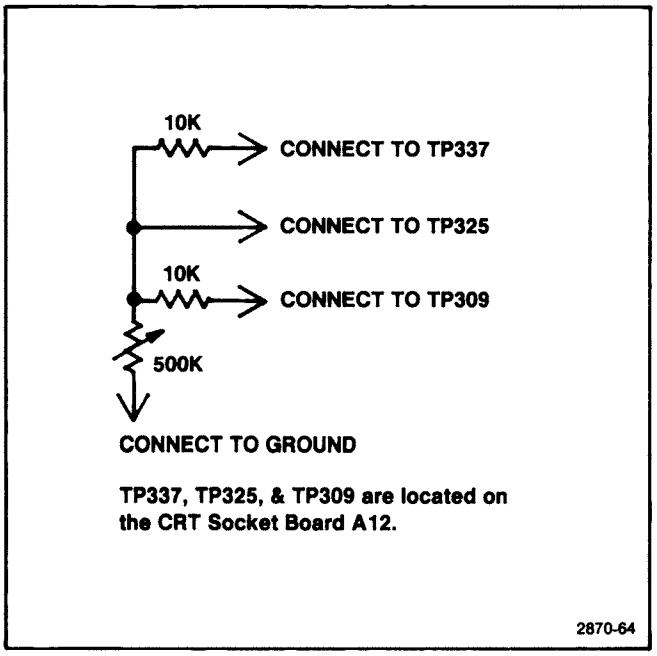

Fig. 9-16. Manual beam current fixture.
1. Build a Divider as shown in Fig. 9-16.
7. Install the manual beam current control fixtures to the test points on the A12 Crt Socket board. See Fig. 9-16. Set the POWER and Screen switches to ON.